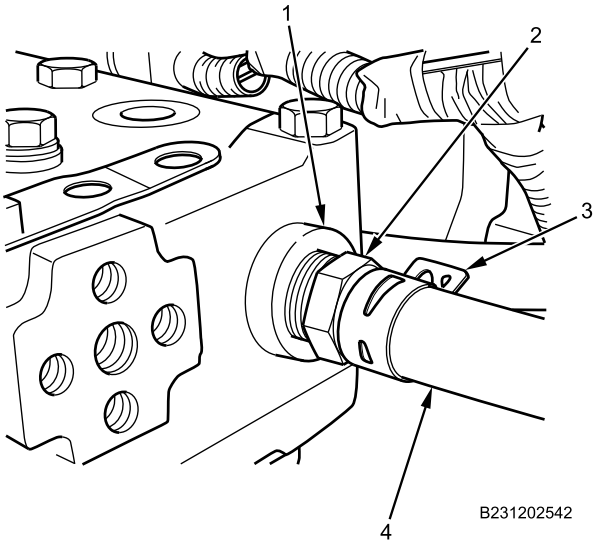

Figure 4. Air Compressor Coolant Outlet.
7. Remove air compressor coolant outlet hose clamp (Figure 4, Item 3) and coolant hose (Figure 4, Item 4) from fitting (Figure 4, Item 2).
8. Remove fitting (Figure 4, Item 2) from air compressor coolant outlet port (Figure 4, Item 1).